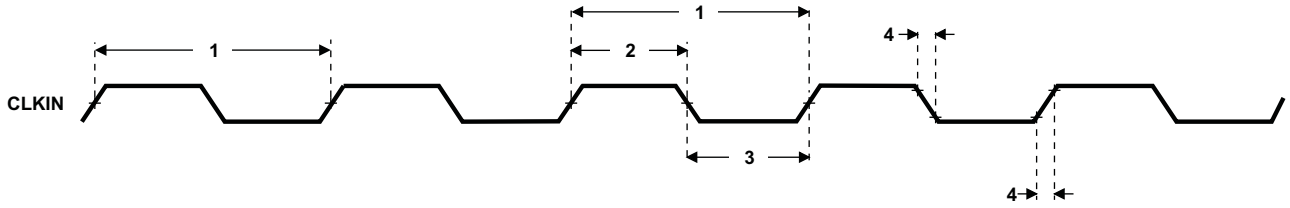

Figure 6-7. CLKIN Timing
Table 6-4. Timing Requirements for CLKIN(1) (2) (see Figure 6-7)